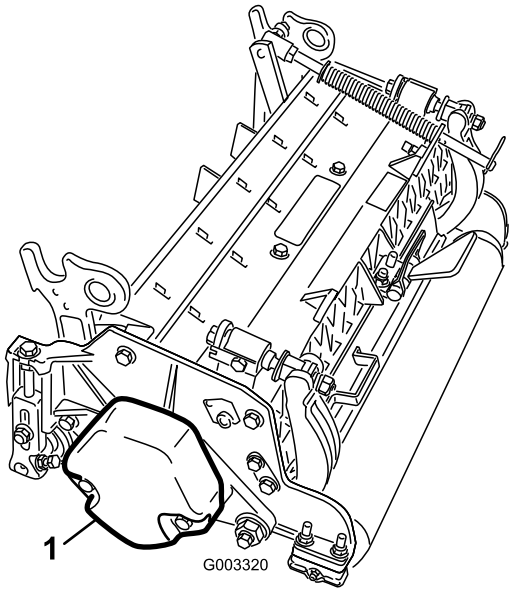

**Figuur 6**
1. Op de maaidekken 2 en 4 verwijdert u de 2 tapbouten en zet u het contragewicht vast aan het linker uiteinde van het maaidek. Verwijder het contragewicht (Figuur 6).